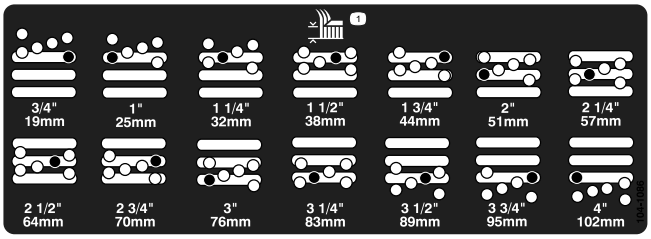

Figura 19
5. Mova a câmara para a altura de corte desejada e instale o espaçador no orifício e ranhura da altura de corte designada (Figura 19).